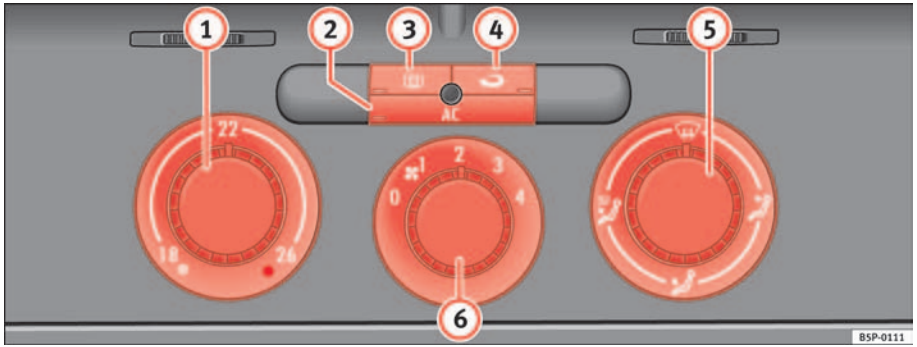

Fig. 123 On the dash panel: Climatic controls
– Turn the temperature selector ⇒ fig. 123 (1) clockwise to select the required temperature.